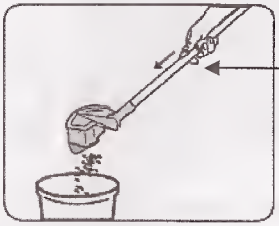

Fig. 13
2. Levante el recipiente de la tierra, que está conectado al mango. Sosténgalo sobre un cesto de basura y presione el botón para vaciarlo ubicado en el mango. (Fig. 13)